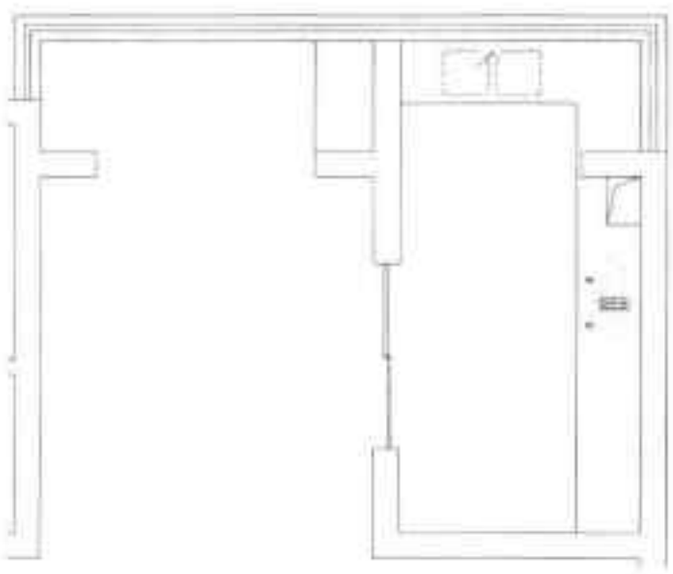

图19-32 插入煤气灶和洗菜盆图块
Step 05 执行“插入块”命令，将洗菜盆和煤气灶图块插入至橱柜合适位置，如图19-32所示。